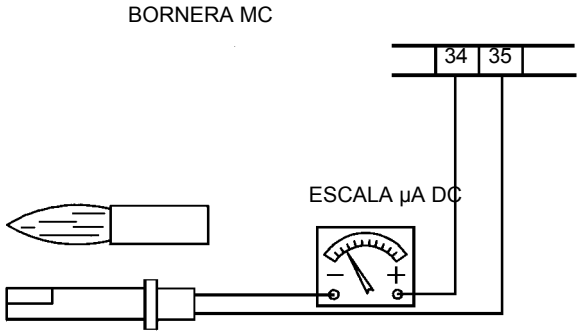

Fig. 9
- Examen y limpieza cuidadosa de la fotoresistencia de control de llama, si fuera necesario sustituirla. En caso de duda verificar la señal de encendimiento de la célula, después de haber puesto en funcionamiento el quemador, siguiendo el esquema en Fig. 9.
Para medir la señal de encendimiento seguir el esquema en Fig. 9. Si la señal no tiene los valores indicados verificar los contactos eléctricos, la limpieza de la cabeza de combustión, la posición de la resistencia y eventualmente sustituir esta última.